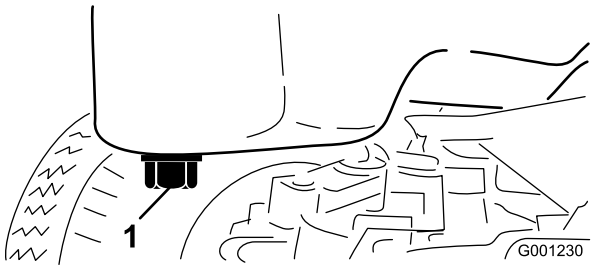

**Figur 49**
3. Placera ett avtappningskärl under oljekärlet och i linje med avtappningspluggen (Figur 49).